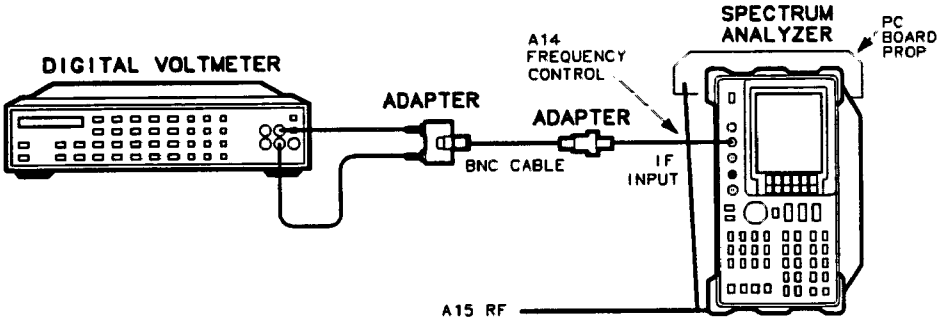

Figure 2-16. External Mixer Bias Adjustment Setup
1. Set the HP 8562A/B (LINE) switch OFF and disconnect the power cord. Remove the analyzer's cover and connect the equipment as illustrated in Figure 2-16. Reconnect the power cord and set the (LINE) switch ON.